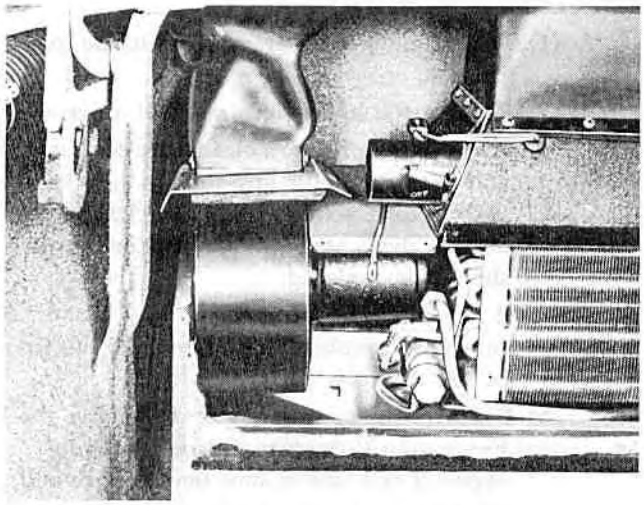

Figure 25—Blower Partly Removed
3. Remove the screws which hold the blower assembly to the evaporator housing and lift it partially out of the housing. See figure 25. This will permit access to the rubber air duct retaining plate screws.